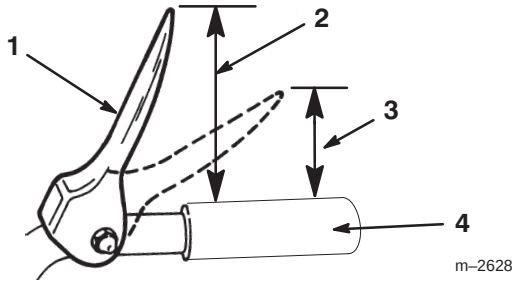

Figur 9
3. Justera låsmuttern med fläns uppåt eller nedåt på hjuldrivningsstången tills avståndet mellan ovansidan av handtaget och undersidan av hjuldrivningsreglaget är ungefär 13 cm som framgår av figur 9.